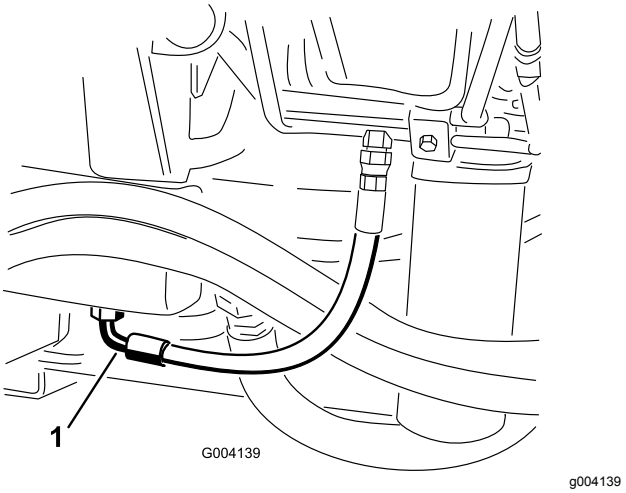

Figuur 67
3. Plaats een grote opvangbak onder de fitting aan de onderzijde van het hydraulische reservoir (Figuur 67).